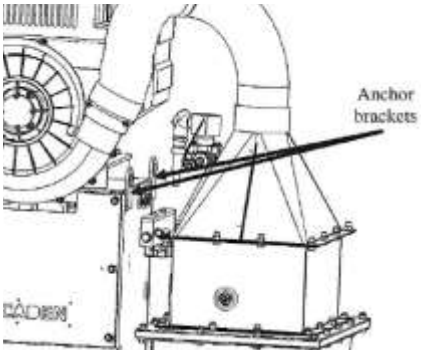

Fig. 4
d) Use the anchor brackets attached to the side of the unit. (Fig. 4)